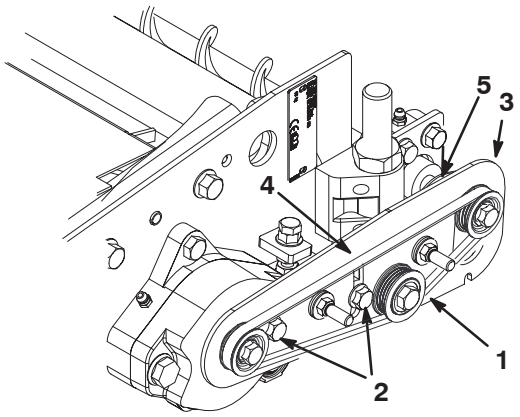

Figure 14
29. Install belt over pulleys (Fig. 14).
30. Using about 5 lbs of force, push down on rear end of pivot plate to initially set belt tension. Tighten 5/16” flange bolts securing pivot plate to main bearing housing and threaded spacer (1/2” wrench) (Fig. 14).
31. Check belt tension. Correct belt tension should have approximately 0.25” deflection at the center of the belt with 2 lbs of force applied (Fig. 14).
32. Adjust guard plate so that it covers main pivot plate hole and does not contact rear roller brush shaft (Fig. 14). Tighten bolt and flange nut securing guard plate.